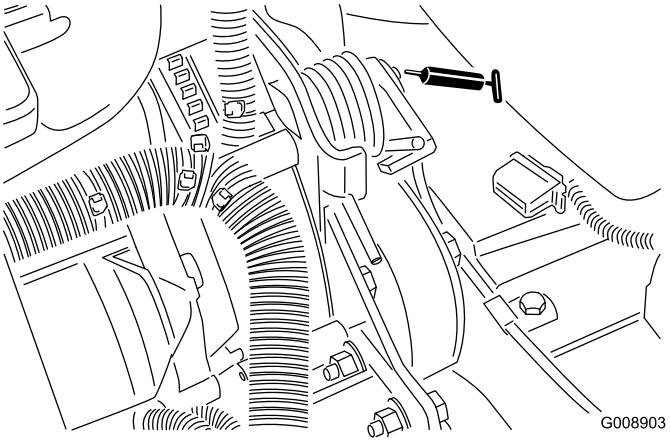

Figuur 38
- Draaipunt riemspanning (Figuur 38)